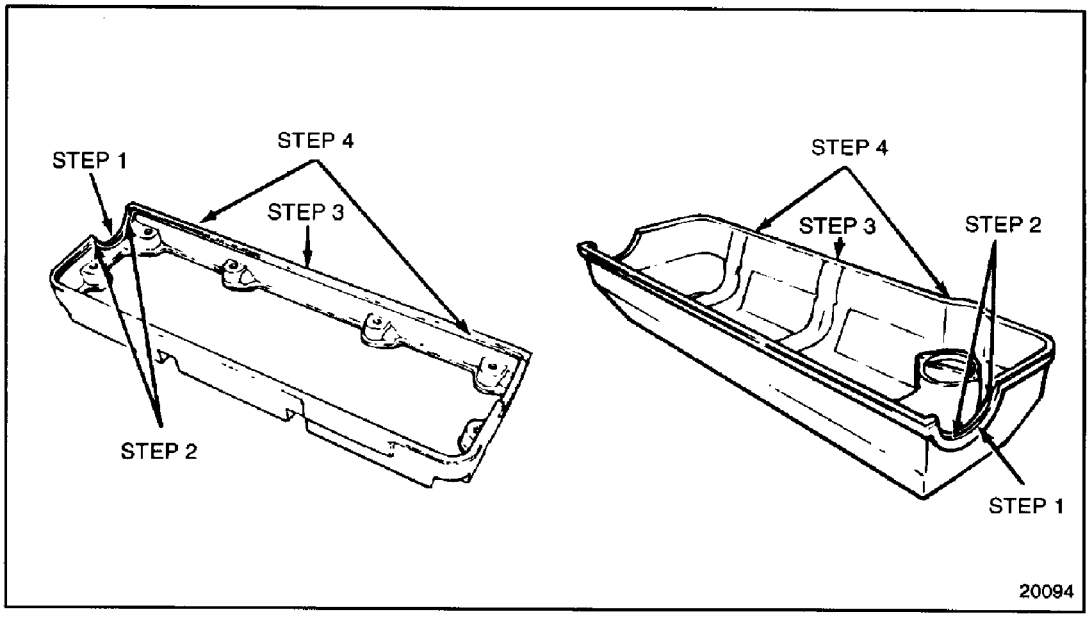

Figure 1-111 Rocker Cover Gasket Installation
2. Install the cam cap section, starting in the center, by pushing the seal into the groove at the top of the arch. Then install each section at its halfway point. Seat the seal completely around the arch. Be sure the corners are still firmly seated after the arch is completed. They should present a square corner parallel to the rocker cover rail. Repeat this procedure for the cam cap section on the other end. See Figure 1-111.